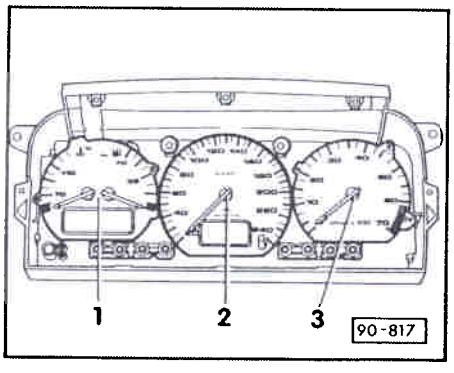

Fig. 2 Dépose et repose des instruments
- DÉPOSE ET REPOSE DES INSTRUMENTS ==> FIG. 2